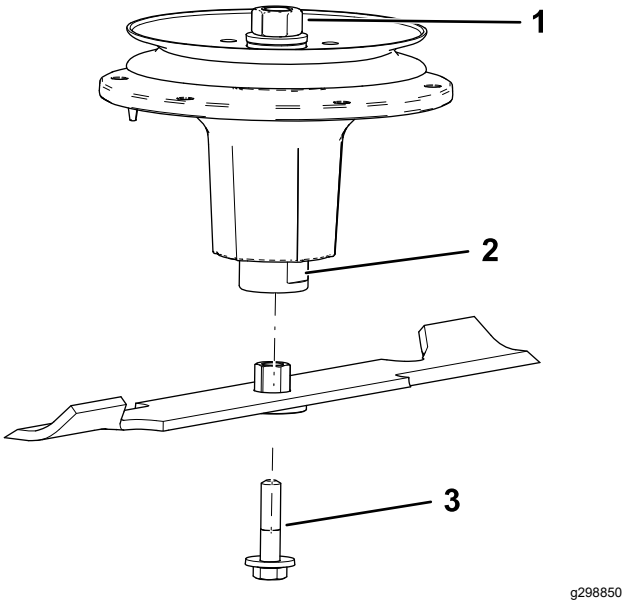

Rysunek 109
2. Zamontuj zespół tulei i ostrza na wale wrzeciona (Rysunek 109).